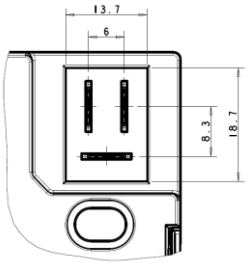

Fig. 2
- **F** → **F**: supply with fast-on (Fig. 2);
The transformers can be provided with a power supply cable equipped with female terminals of 6.35x0.8 dimensions (for socket of Fig.2); cable length and termination type depend on customer's request.